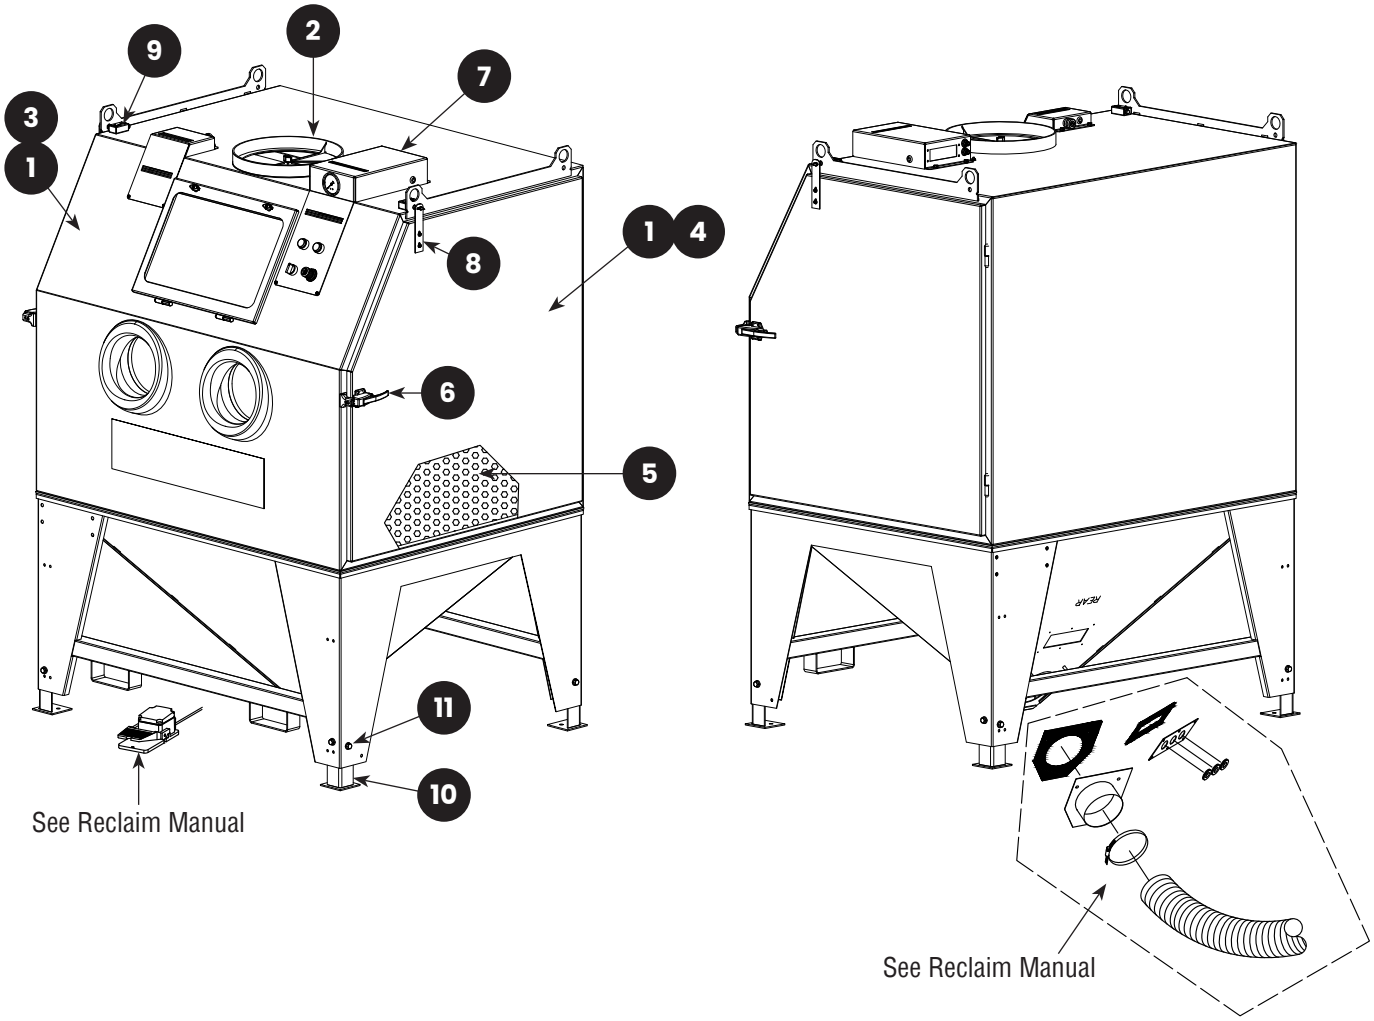

FIGURE 13
8.2 | Cabinet Replacement Parts – Figure 13